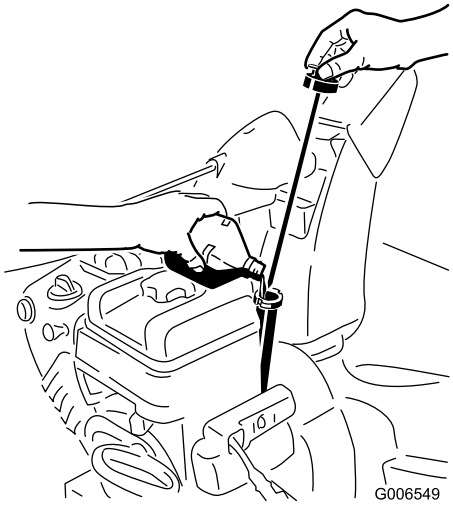

Figur 19
1. Fjern målepinden, og hæld **langsomt** olie i oliepåfyldningsrøret, indtil oliestanden når op til mærket Full (fuld) på målepinden. **Fyld ikke for meget på** (Figur 19). Se afsnittet Kontrol af motoroliestanden under Vedligeholdelse.